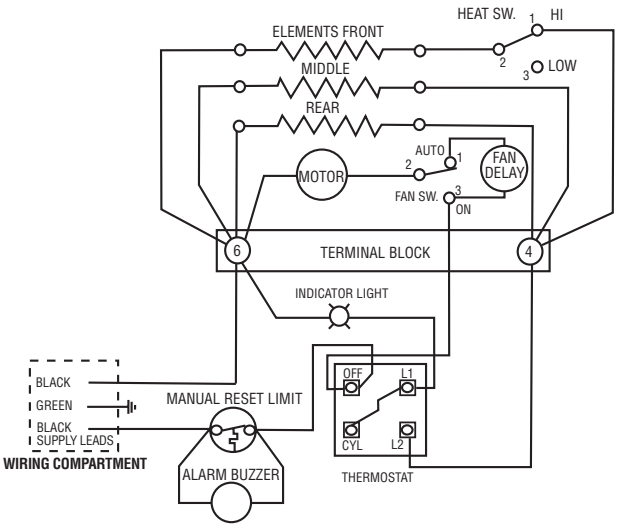

Figure 5 - Wiring Diagram
3. Connect the field wiring to the heater wiring as shown in Figure 5 - Wiring Diagram.